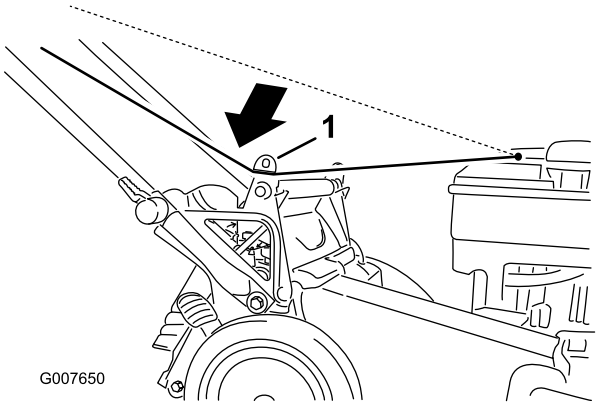

**Figur 23**
1. För in startsnöret längs den nedre styrningen (Figur 23).
4. Sätt i den bakre utkastarpluggen (Figur 23).